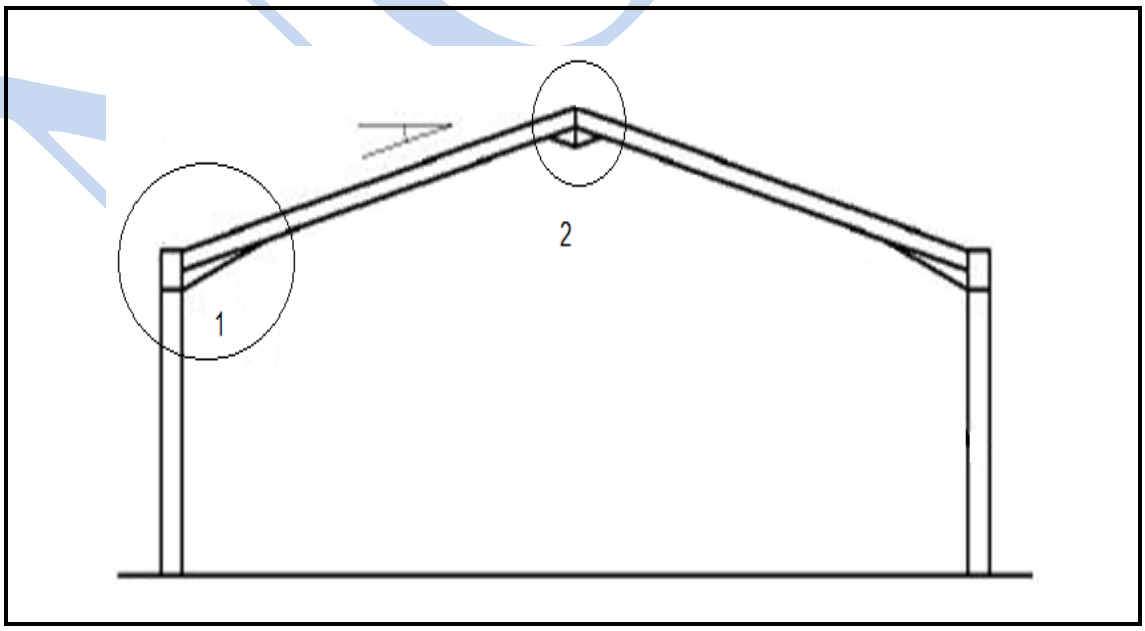

FIGURE 1 (15)
2.1 FIGURE 1 shows a typical section through a steel portal frame for a church building.